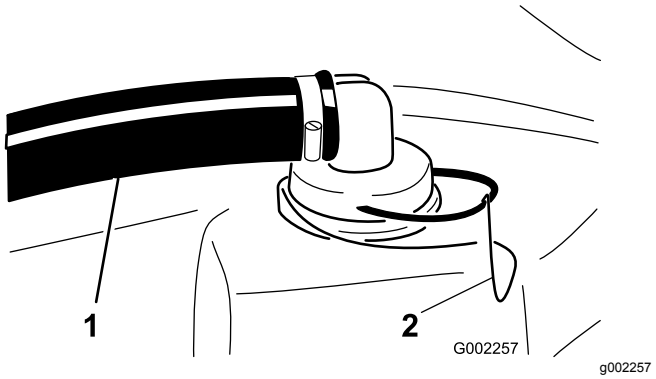

Figur 48
2. Fjern holderen fra den røde nippelen som er festet til den store slangen øverst på tanken (Figur 48).
3. Koble slangen fra tanken (Figur 48).